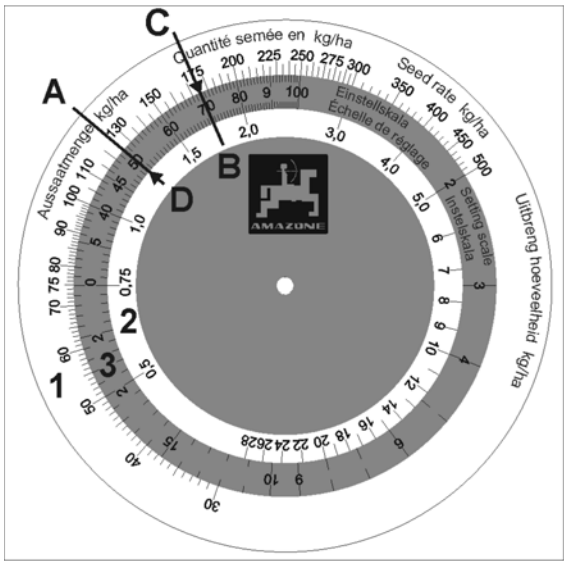

図 84
計算用ディスクは 3 つのスケールで構成されています: 30 kg/ha 以上のすべての播種量に関する外側の白いスケール（図 84/1）および 30 kg/ha 以下のすべての播種量に関する内側の白いスケール（図 84/2）。真ん中の色付きスケール（図 84/3）は、1 から 100 までのギア位置を示しています。
- 播種量 125 kg/ha（図 84/A）と「ギア設定 50」（図 84/B）を計算用ディスク上で合わせます。
- 計算用ディスクで、希望する播種量 175 kg/ha のギア設定を読み取ってください（図 84/C）。この例では、これは「ギア設定 70」となっています（図 84/D）。